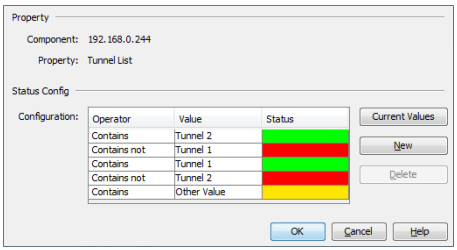

Figura 30: Configuración de estado para túneles TXCare
- ☐ Introduzca los valores tal y como se muestra en (ver la figura 30).